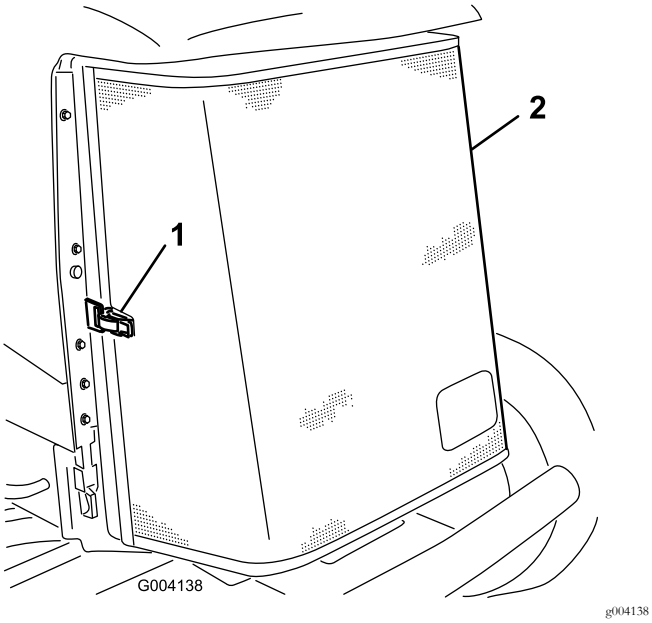

**Figura 50**
3. Sbloccate il morsetto e aprite la griglia posteriore (Figura 50).